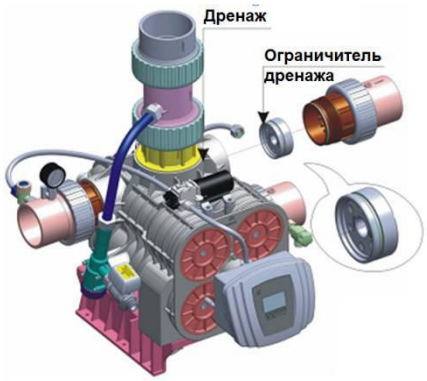

Рис. 2
5. **Установите дренажный фитинг** (Рис. 2).